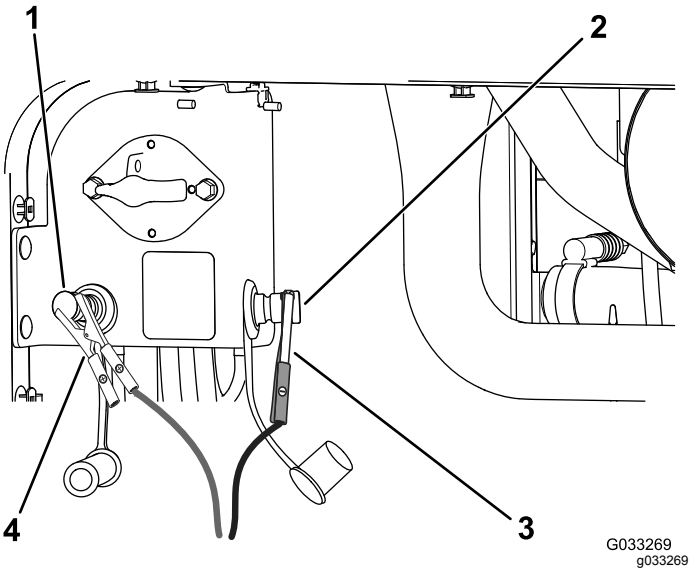

Figur 98
4. Anslut batteriladdarens pluskabel till batteriets plusstartpol (Figur 98).
5. Anslut batteriladdarens minuskabel till batteriets minusstartpol (Figur 98).
7. När batterierna är fulladdade ska du först koppla bort laddaren från elkällan och sedan koppla bort laddningskablarna från startpolerna (Figur 98).